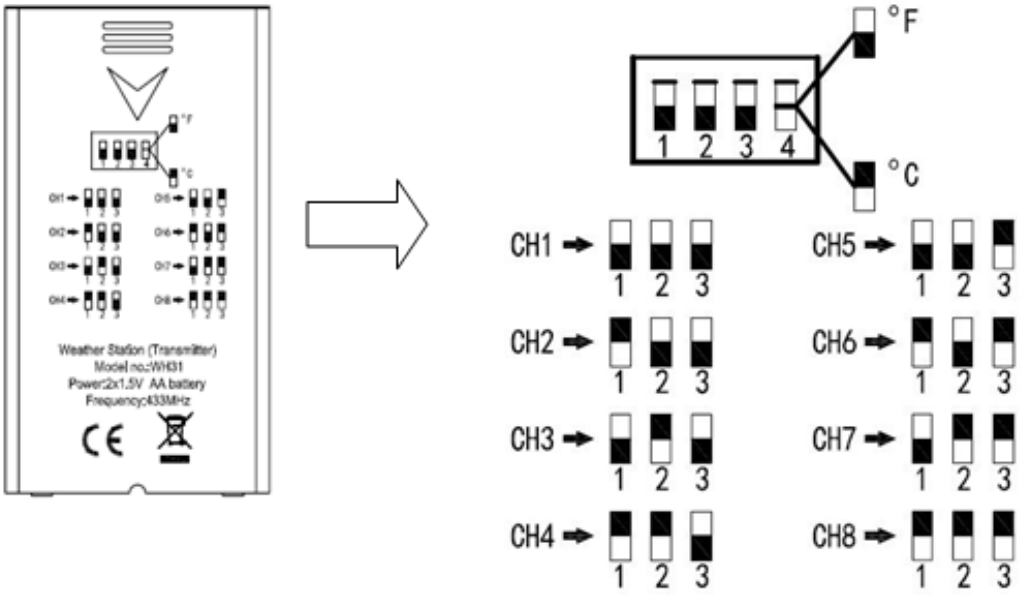

Figure 18
3. **Channel Number:** The WS-5000 supports up to eight transmitters. To set each channel number (the default is Channel 1), change Dip Switches 1, 2 and 3, as referenced in Figure 18.
4. **Temperature Units of Measure:** To change the transmitter display units of measure (°F vs. °C), change Dip Switch 4, as referenced in Figure 18.